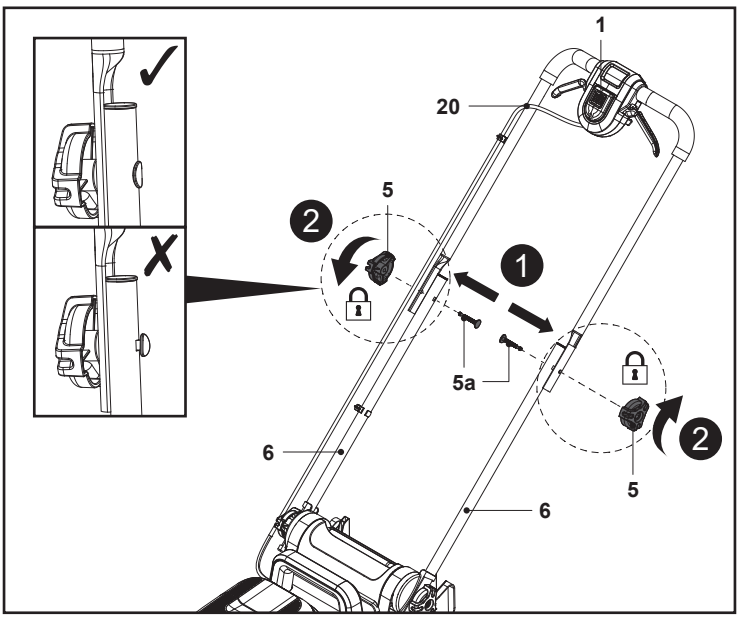

Fig. 3
1. Segure no guiador superior (4) com o botão do interruptor de segurança (1) virado para cima.
2. Alinhe os orifícios de fixação do guiador superior (4) e dos guiadores inferiores (6).
3. Passe o parafuso de fixação (5a) pelos orifícios de fixação até ao fim (Fig. 3, passo 1).
4. Fixe o guiador superior (4) com o guiador inferior (6) rodando o botão de bloqueio (5) para a direita na rosca do parafuso de fixação (5a) para apertar (Fig. 3, passo 2).
5. Certifique-se de que o cabo de controlo (20) percorre a parte superior do guiador superior (4) e o guiador inferior (6).